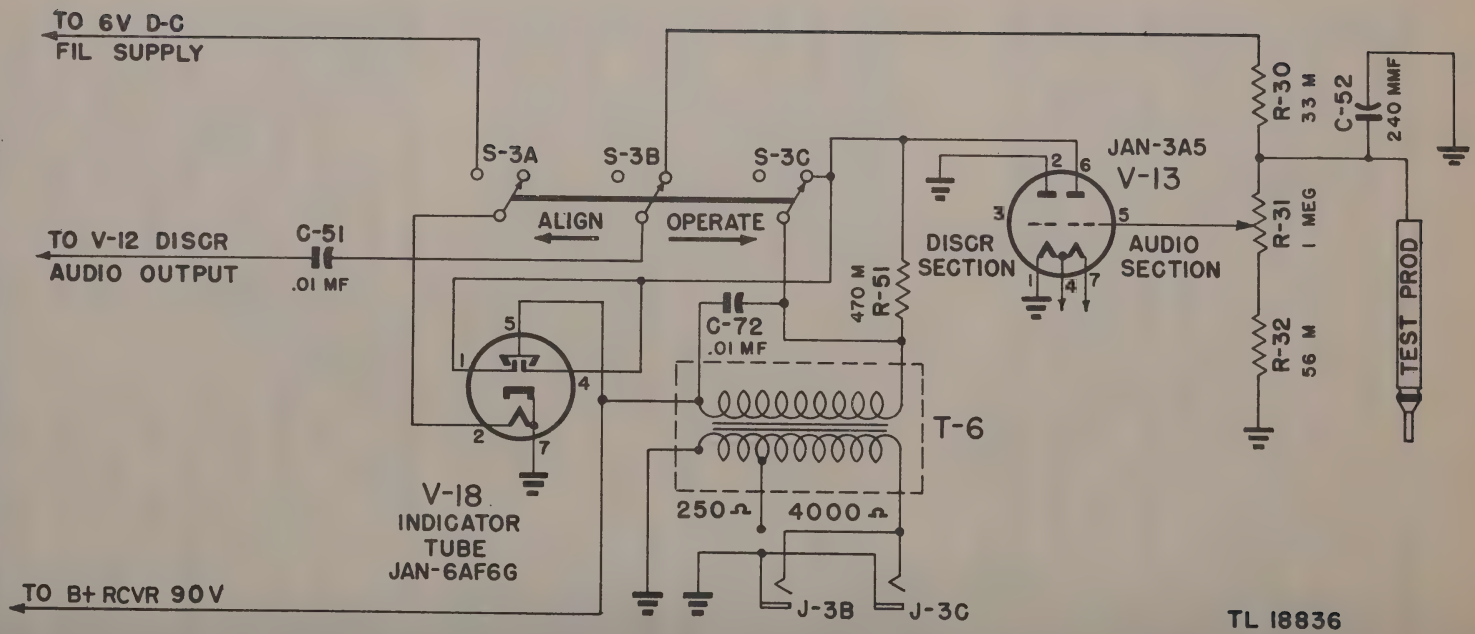

Figure 27. Receiver-Transmitter BC-1335, receiver audio amplifier and test circuit.
a. The audio voltage appearing at the cathode of discriminator tube V-12 is coupled through capacitor C-51 (fig. 27) and OPERATE-ALIGN switch S-3B into the volume control circuit, and from there to the grid of the audio half of V-13. The plate of the audio half of V-13 is coupled through output transformer T-6 into the headphone jacks. Capacitor C-72 is an a-f (audio-frequency) bypass on the primary of output transformer T-6. Two secondary impedances are available on T-6. The equipment is normally supplied with the headset circuit connected to the 4,000-ohm tap. However, by changing one soldered connection under the chassis, the equipment may be converted for operation with 250-ohm headsets. Jacks J-3B and J-3C are connected to the output of T-6, and one or two headsets may be used. When two headsets are used, no impedance-matching correction is made.